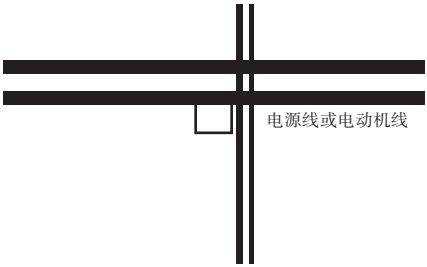

图3–26 系统配线要求
① 变频器到电动机的线缆(U、V、W端子引出线)应尽量避免与电源线(R、S、T或R、T端子输入线)平行走线。应保持30厘米以上的距离;
② 变频器输出U、V、W端子三根电机线尽量置于金属管或金属布线槽内;
③ 控制信号线应采用屏蔽电缆，屏蔽层与变频器PE端相连，靠近变频器侧单端接地;
④ 变频器PE端接地电缆不得借用其它设备接地线，必须直接与接地板相连;
⑤ 控制信号线不能与强电电缆(R、S、T或R、T与U、V、W)平行近距离布线，不能捆扎在一起，保持20~60厘米（与强电电流大小有关）以上的距离。如果要相交，则应相互垂直穿越，如图3–26所示;
⑥ 控制信号和传感器等弱电接地线必须与强电接地线分别独立接地;
⑦ 禁止在变频器电源输入端(R、S、T或R、T)上连接其它设备。